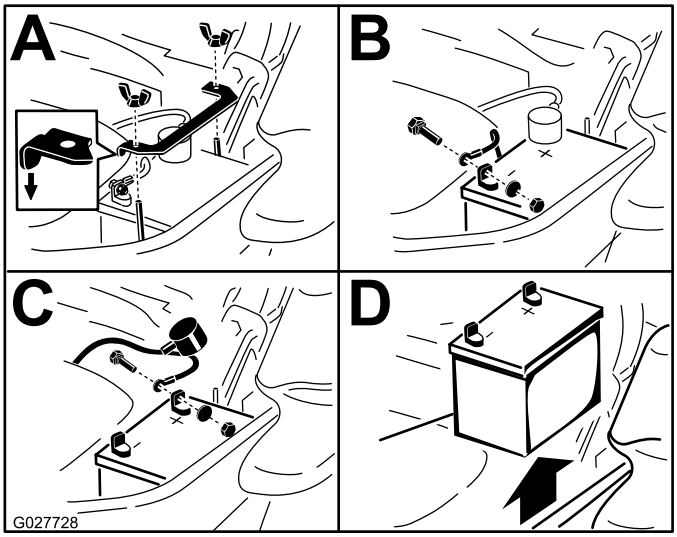

Figur 61
3. Ta den negative (svarte) batterikabelen av den negative (–) (svarte) batteripolen (Figur 61).
4. Skyv den røde polhetten unna den positive (røde) batteripolen og ta av den positive (+) (røde) batterikabelen (Figur 61).
5. Fjern vingemutteren som holder batteriklemmen (Figur 61).
6. Fjern klemmen (Figur 61).
1. Plasser batteriet med polene vendt bort fra den hydrauliske tanken (Figur 61).
4. Sikre kablene med 2 bolter, 2 skiver og 2 låsemutre (Figur 61).
6. Installer klemmen og fest den med vingemutteren (Figur 61).